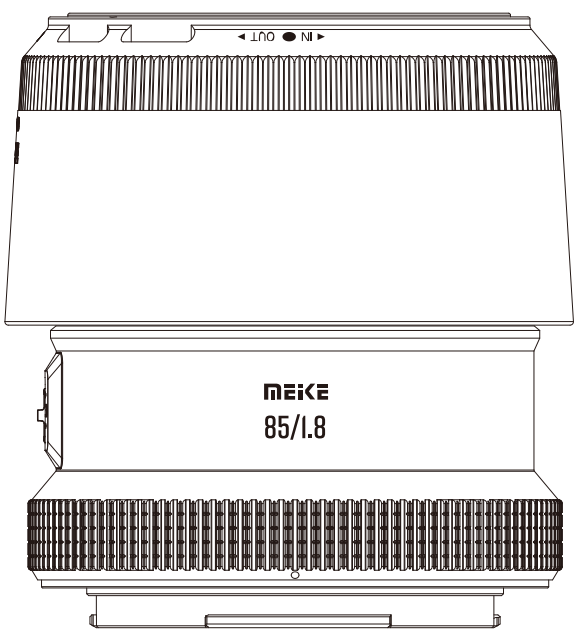

图5
2.Rotate the hood clockwise by 90°, the hood is fixed after a'click'sound.(Fig. 5)
Notes on the Aperture Mode Switch (Figure 5) for Select Fujifilm GF Lenses: